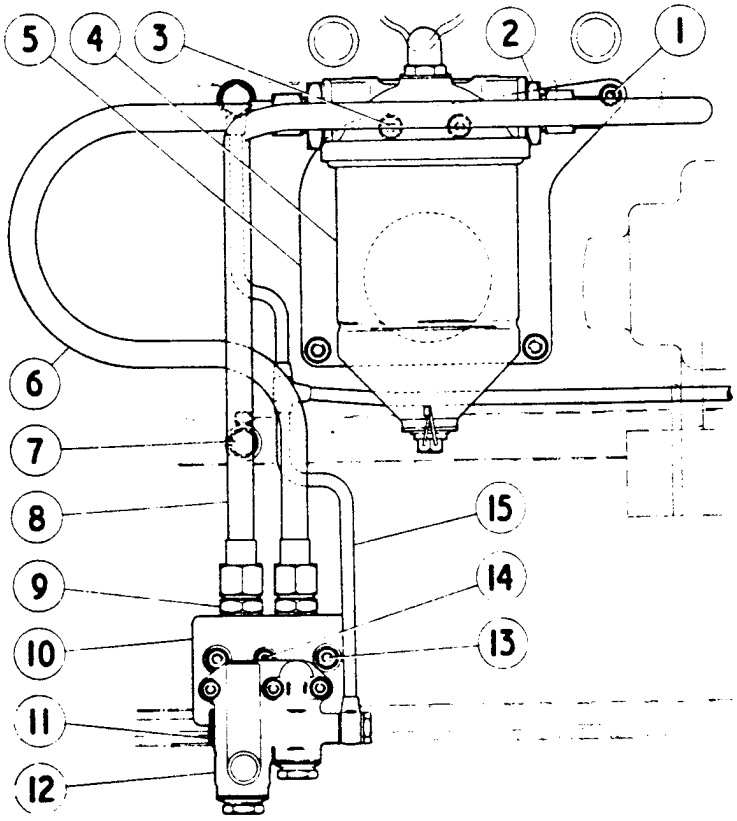
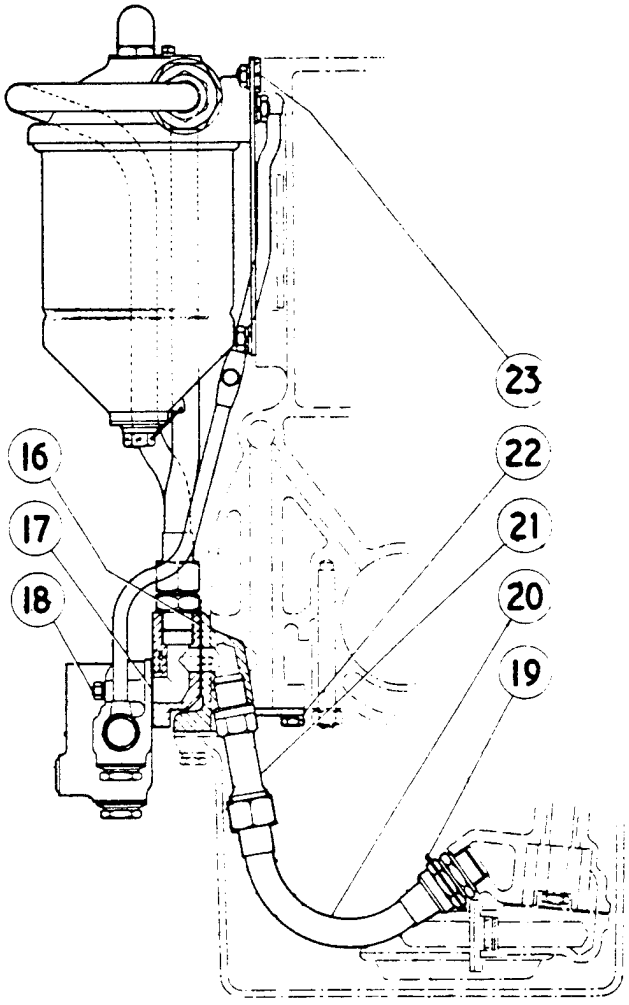

FIG.9. FRONT ELEVATION - FULL FLOW OIL FILTER.
FIG.10. END ELEVATION - FULL FLOW OIL FILTER.
The hole should be tapped sufficiently to allow the threaded end of the pilot of the spot facing tool, R-4670 to be a 'feel' fit when screwed into position, this will also allow the threaded end of the stand pipe, (21 Fig.10) to be a similar fit, i.e. not tight or slack, when fitted. As the wall thickness of the hole may vary from engine to engine, the reaming and tapping operations should be carefully carried out.
NOTE: In the unlikely event of the lug having been machined back on an engine prior to 'H' series chassis, then it will be necessary to fit the circular distance piece (23 Fig.10) interposing it between the filter mounting plate and the lug when fitting the mounting plate and filter assembly to the crankcase as described in Sub-para.xv.
(vii) After removing ALL TRACES OF SWARF from the crankcase, blank off the original vertical oil feed hole to the oil gallery inside the crankcase by fitting the cover, 22 Fig.10, securing it with the two setscrews and lockwashers. Thoroughly clean internally all oil pipes.
(x) Fit the three studs, 18 (2-BA x 1.600" long) to the transfer block (10 Fig.9), also the two adaptors (9) and joint washers. Place the block complete with its Vellumoid joint R-4497, on to the crankcase. NOTE: As the joint is similar to the joint (EB-3953) for the oil relief valve unit except for a .375"(9.52m/m) diameter hole in the former, it is important the the CORRECT joint is fitted. Place an aluminium washer only on to each of the three studs and secure. (NO OTHER WASHERS ARE REQUIRED).
(xi) Remove the union from the oil relief valve unit and fit the core plug (11) and joint washer. Place the unit and the Vellumoid joint (EB-3953) on to the transfer block. While tightening up the three nuts to secure, check that the end of the centre stud (14) or nuts securing the transfer block to the crankcase do not foul the casing of the oil relief valve unit. The unit is inverted for fitting under this arrangement as shown in Fig.9.
(xv) Fit the two unions (2 Fig.9) and joint washers to the filter and attach it to the mounting plate by means of the two setscrews, (3) spring and plain washers. Fit the assembly to the crankcase. (See "Note" under Sub-para. vi of Para. 7, concerning the circular distance piece, 23 Fig.10). With a syringe, inject a recommended S.A.E.20 engine oil into the filter through EACH of the two unions until it is full, then connect the inlet and outlet oil pipes (6 & 8) to the transfer block and filter.
a) Before starting up the engine, unscrew the union nut of the inlet oil pipe (6 Fig.9) from the union on the filter, and with a syringe, fully prime the pipe and then prime the oil filter. Reconnect the union nut.
Concerning Scheme 'B' of Service Bulletin No.BB-143(Section E), it has been brought to our notice that in one or two instances the external inlet and outlet oil feed pipes, (6 & 8 Fig.9 of Bulletin No.BB-143) to and from the Full Flow Filter have been reversed when fitting to the transfer block (10). This arrangement causes the filter element to collapse and block the oil flow.
It will be observed upon reference to Fig. 9, that the lower end of the inlet oil pipe (6) is connected to the right-hand side of the transfer block and the outlet oil pipe (8) to the left-hand side.